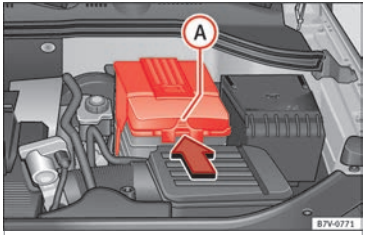

Fig. 249 In the engine compartment: remove the lid from the vehicle's battery.
- *In the case of a lid:* press the tab ››› **Fig. 249** (A) in the direction of the arrow and pull the cover upwards.